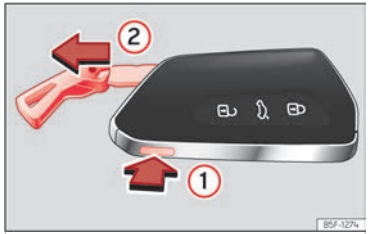

Fig. 70 Llave del vehículo: extraer el espadín.
- Pulse el botón ››› fig. 70 ① para hacer salir la argolla a modo de llavero y poder extraer el espadín ②. Si presiona ligeramente sobre la argolla, esta se quedará fija a modo de llavero.
- Pulse el botón ››› fig. 70 ① para desbloquear. Mantenga pulsado el botón ① y al mismo tiempo tire de la argolla en la dirección de la flecha ››› fig. 70 ② para extraer completamente el espadín.